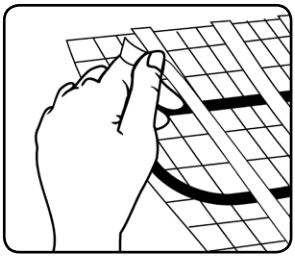
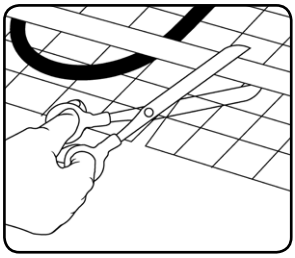

fig. 6
fig. 7
-Retirar la capa de papel protector de las cintas adhesivas (Ver fig. 6) y poco a poco pegar la manta sobre el suelo de acuerdo al diseño seleccionado. Si la manta no dispone de cintas adhesivas de doble cara, fijar la manta al suelo con cinta adhesiva. La manta calefactora se puede ajustar de acuerdo con las figs. 7, 8, 9.